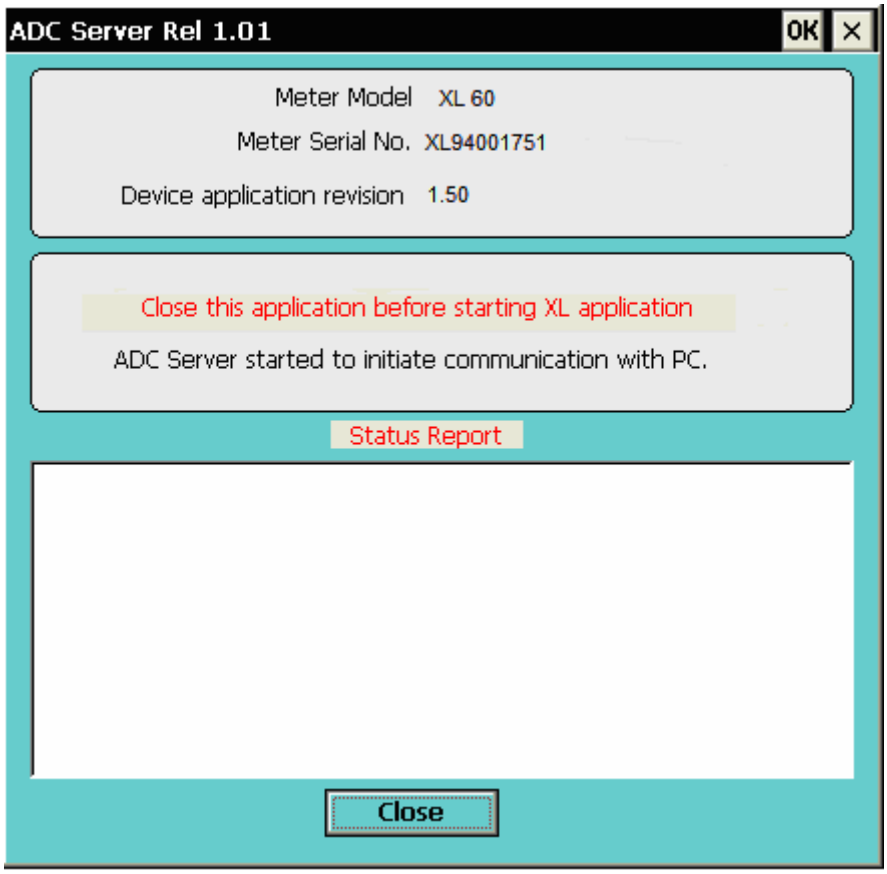

Figure 6 : ADC Server application window
4. Start **ADCServer**. Double-tap on '**ADCServer**' icon available in the Desktop of the meter. The ADC Server application window appears. (Figure 6)